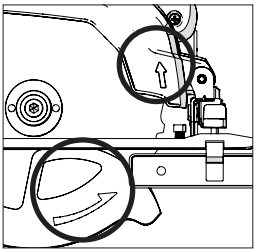

Fig. 6
- Certifique-se de que as setas de sentido de rotação impressas na lâmina correspondem às setas de sentido de rotação encontradas nos dispositivos de proteção da lâmina superior e inferior da máquina. **(Fig. 6)**